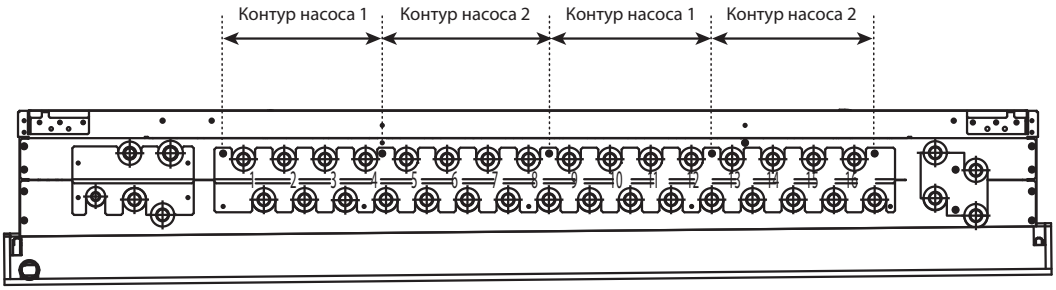

Рис. 2
• При подсоединении объединителей к портам HBC-контроллера, разветвленная сторона объединителя не может быть соединена с комбинациями портов «4 и 5», «8 и 9» или «12 и 13» (см. рис. 2).
Убедитесь, что суммарная производительность внутренних блоков подсоединяемых к портам «с 1 по 4 и с 9 по 12» или «с 5 по 8 и с 13 по 16» не превышает P175 (см. рис. 2).